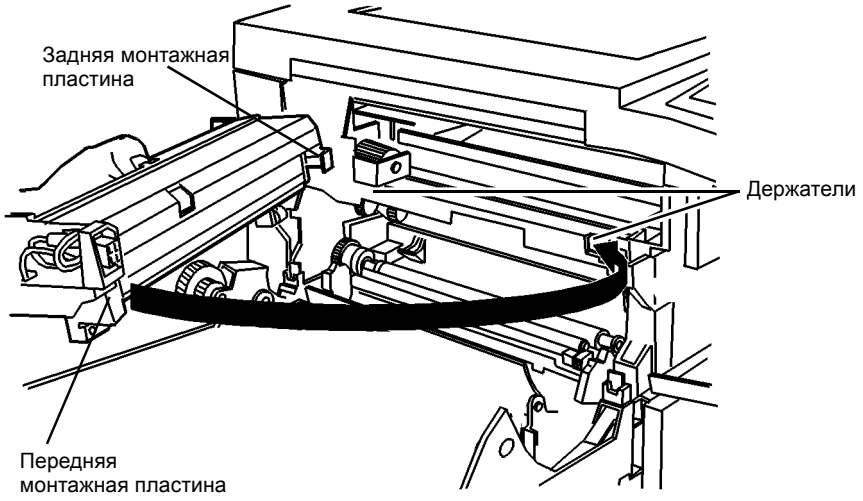

Рисунок 2 Установка модуля фьюзера
1. Установите модуль фьюзера (Рисунок 2).